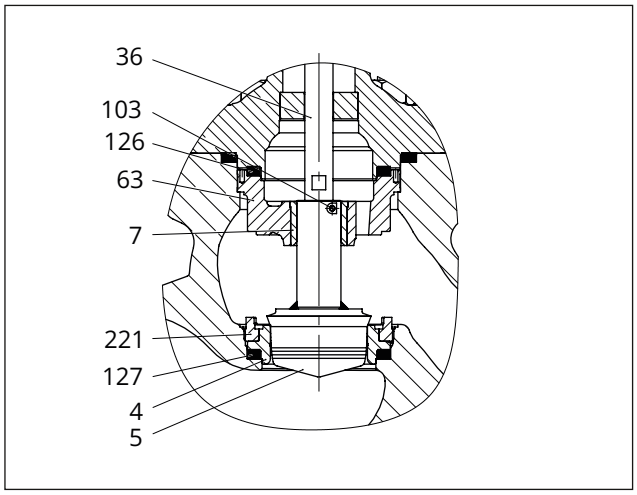
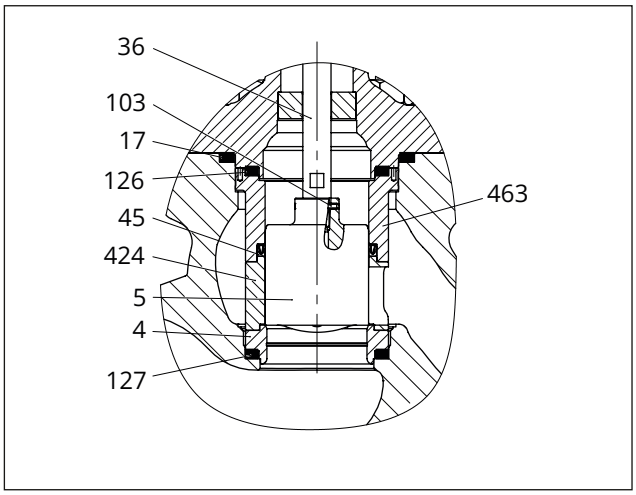

**Fig. 7:** *Trim versions: Screwed-in seat and plug*
**Fig. 13:** *Trim versions: Cage and piston*
**Legend for Fig. 7 to Fig. 13**